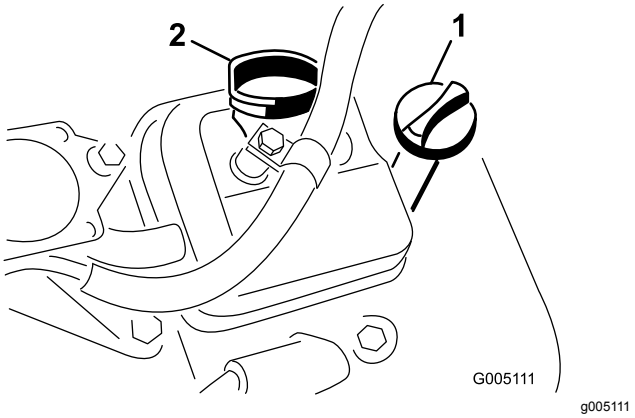

Figur 33
3. Sätt in oljestickan i oljeröret och skruva fast den i röret (Figur 33).